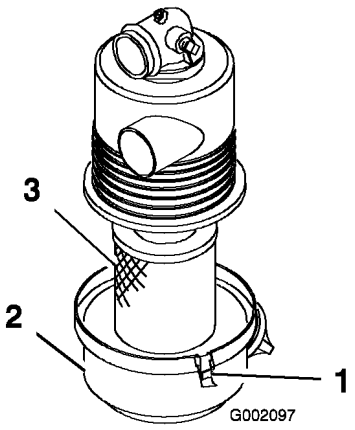

Figur 33
3. Løsn de låse, der fastholder luftfilterets dæksel til luftfilterhuset. Fjern dækslet fra luftfilterhuset. Rengør den indvendige side af luftfilterets dæksel (Figur 33).
4. Skub forsigtigt filteret ud af luftfilterhuset for at reducere mængden af støv, der løsnes (Figur 33). Undgå at støde filteret mod luftfilterhuset.